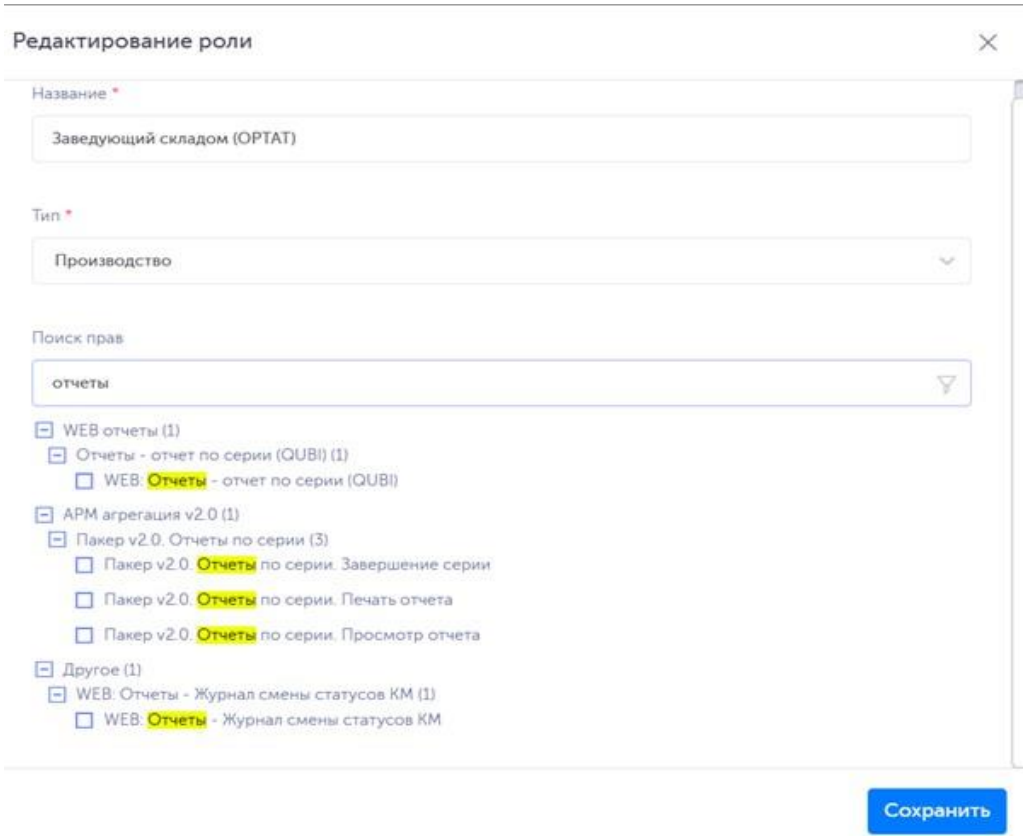

Рисунок 2-175
3) для поиска нужных прав можно воспользоваться фильтром (Рисунок 2-175);